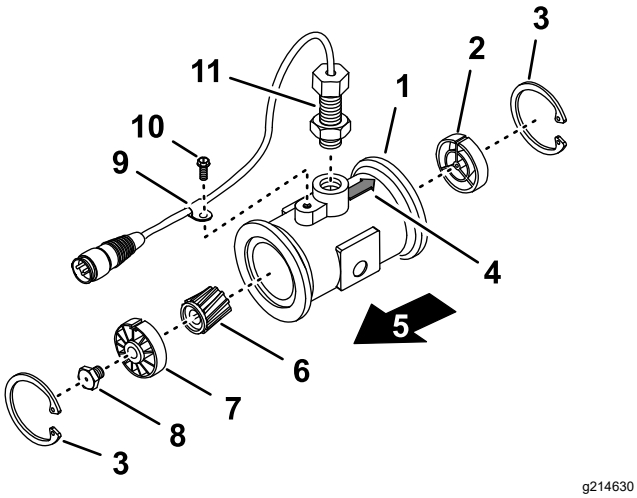

Figuur 116
3. Verwijder de borgring aan de stroomopwaartse kant (Figuur 116).